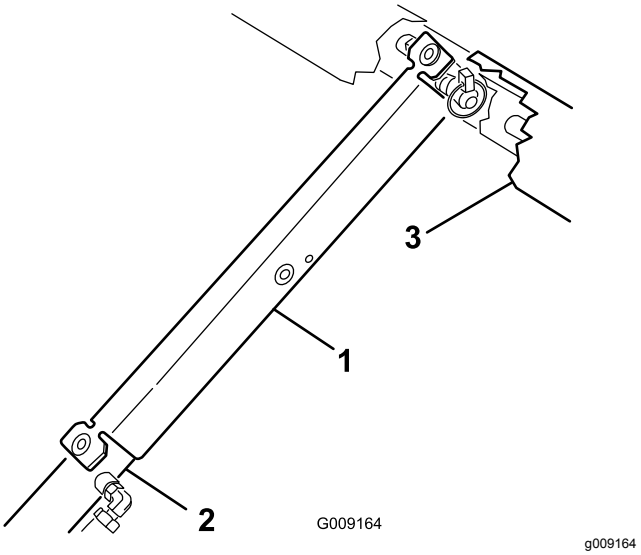

Figur 89
8. Skyv støttepilaren for lasteplanet på sylinderstangen. Påse at pilarendene hviler på enden av sylinderløpet og på stangenden på løftesylinderen (Figur 89).